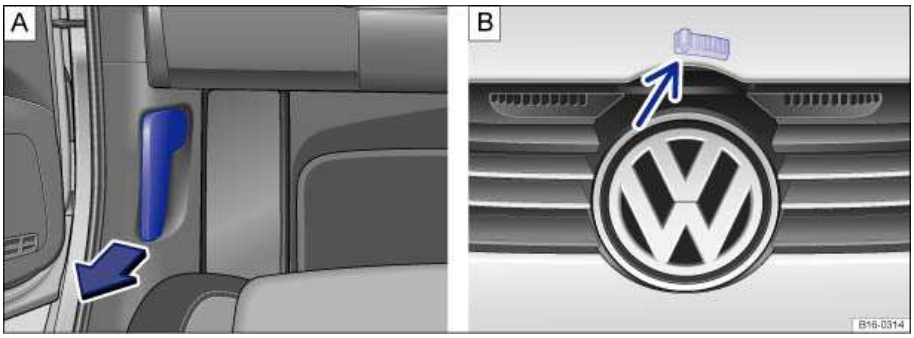

Fig. 147 A: In the footwell on the driver side: Inside engine hood release lever. B: Above the radiator grille: Outside engine hood release.
- Open the driver door and pull the inside hood release lever in the direction of the arrow ⇒ fig. 147 **A**. The engine hood is released from its latch by a spring ⇒⚠.
- Push the outside hood release lever ⇒ fig. 147 **B** (arrow) and lift the hood all the way up.